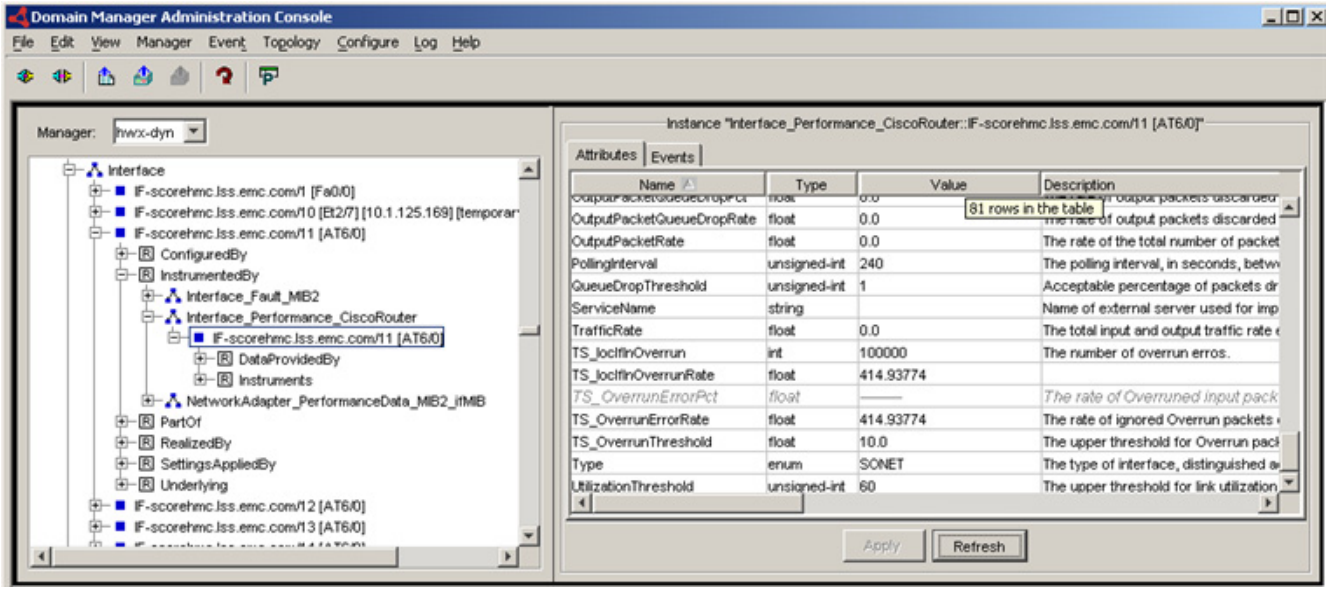

Figure 4-3 Interface instance with the new attributes after polling
6. Once polling has started, you will see the values of TS_locIfInOverrun, TS_locIfInOverrunRate, TS_OverrunErrorRate, and TS_OverrunErrorPct update, as shown in Figure 4-3 on page 4-9.